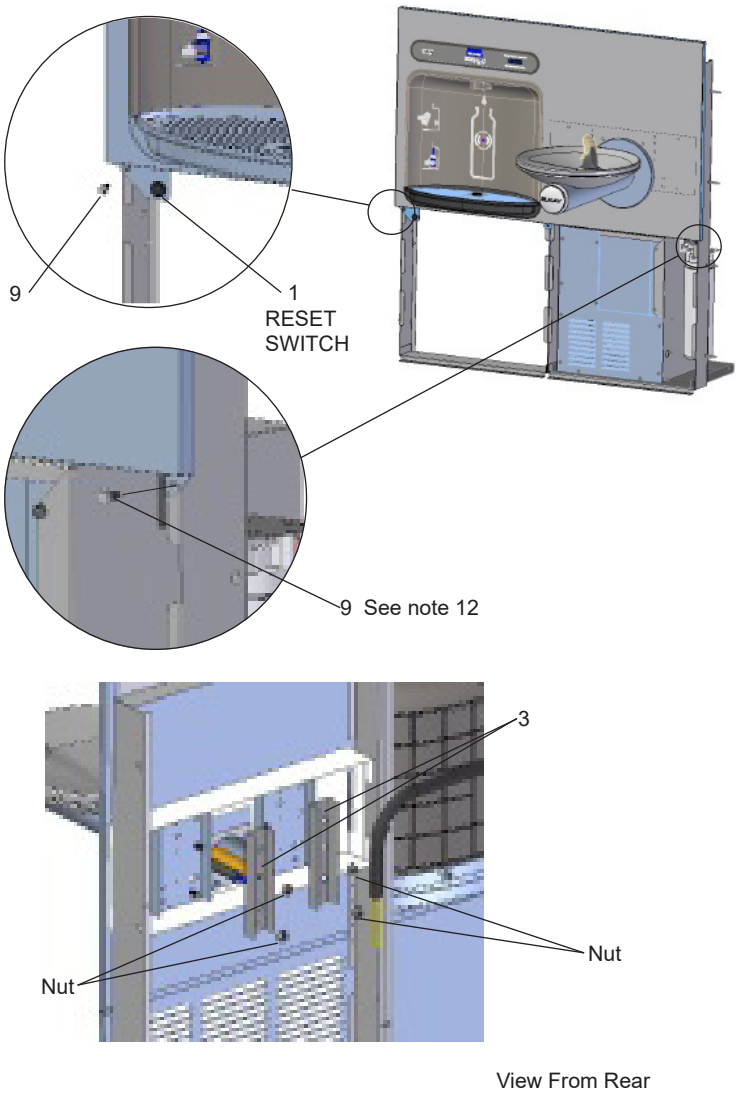

*Figure 7 – Fountain Installation*
7. **Install** reset switch for bottle filler (Fig. 7). Snap the switch into position after locating wires through slot. Wrap up the excess cord.
10. **Install** fountains with (4) 5/16-18 HHMS, (4) 5/16-18 nuts & (2) support brackets (Item 3) (from original installation) (Fig. 7). Connect the ¼" water lines from the fountain to the remaining opening on the tee at the remote chiller (cut lines to fit as needed), (Test fit refrigerated panel to make sure there is a tight joint between it & the main panel before fully tightening mounting screws.)
1) To access the program button, remove the bottom lower louvered panel (Fig. 7) by removing the lower panel screws. Reset button is located on the mounting bracket.